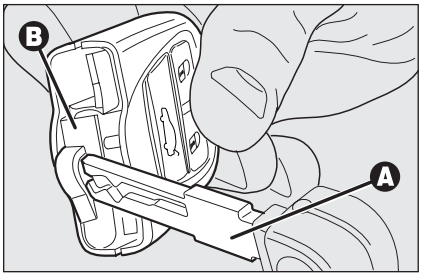

fig. 10
- ❒ saque el portapilas **B-fig. 10** (de color rojo) fijado a presión haciendo palanca con la pieza metálica **A** de la llave electrónica en el punto indicado en la figura;